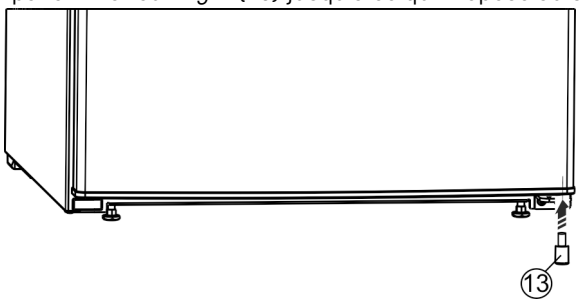

Fig. 9
- ▶ Réinstaller la butée *Fig. 9 (13)*en bas à droite sur le porte, car elle joue un rôle important dans la stabilité de l'appareil.